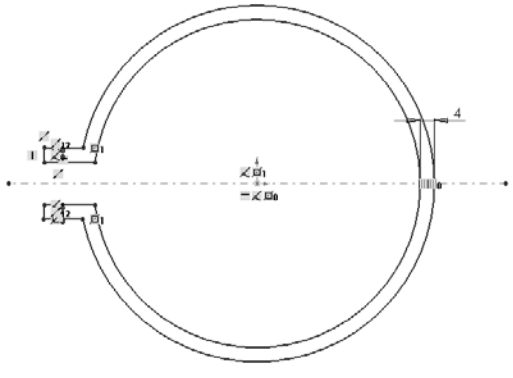

Figure 3-63 *Final sketch for Tutorial 2*
6. Trim the unwanted entities as discussed earlier. The final sketch is shown in Figure 3-63.